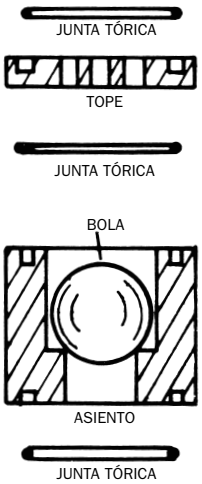

Figura 35
b) Válvulas en TFE (Figura 35), para aplicaciones que requieran la resistencia química del TFE.